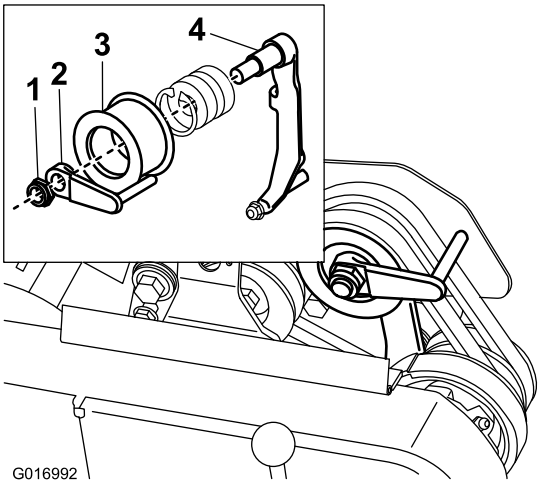

Figuur 40
8. Om de machine gemakkelijker te duwen of te slepen zonder de motor te starten, moet u de riemgeleider als volgt afstellen (Figuur 40, inzet)